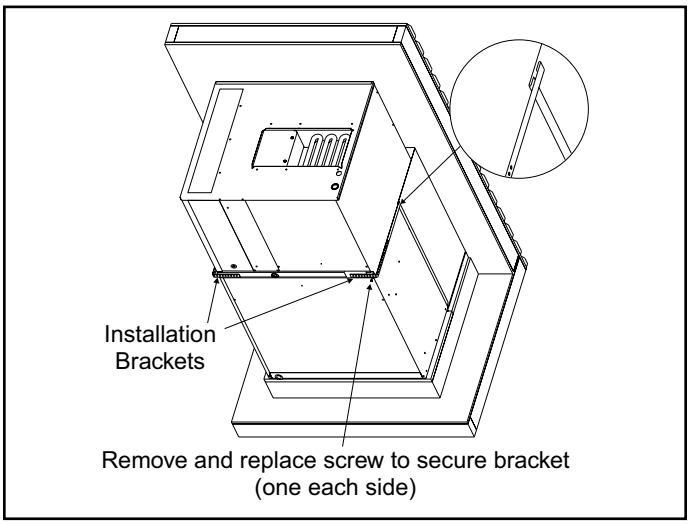

Figure 4. Securing Unit
4. Use the two installation brackets to secure the unit to the wall sleeve (see Figure 4). The units are shipped with the brackets placed in the return air compartment. Hook each bracket into the front edge of the wall sleeve side. Position the bracket so it can be bent around the front corner of the unit. Remove one of the two screws in that position on the unit. Line up one of the holes in the installation bracket with the screw hole and attach the bracket to the unit with that screw. Make sure to fasten tight enough that the seal is maintained. Trim off excess bracket if applicable.